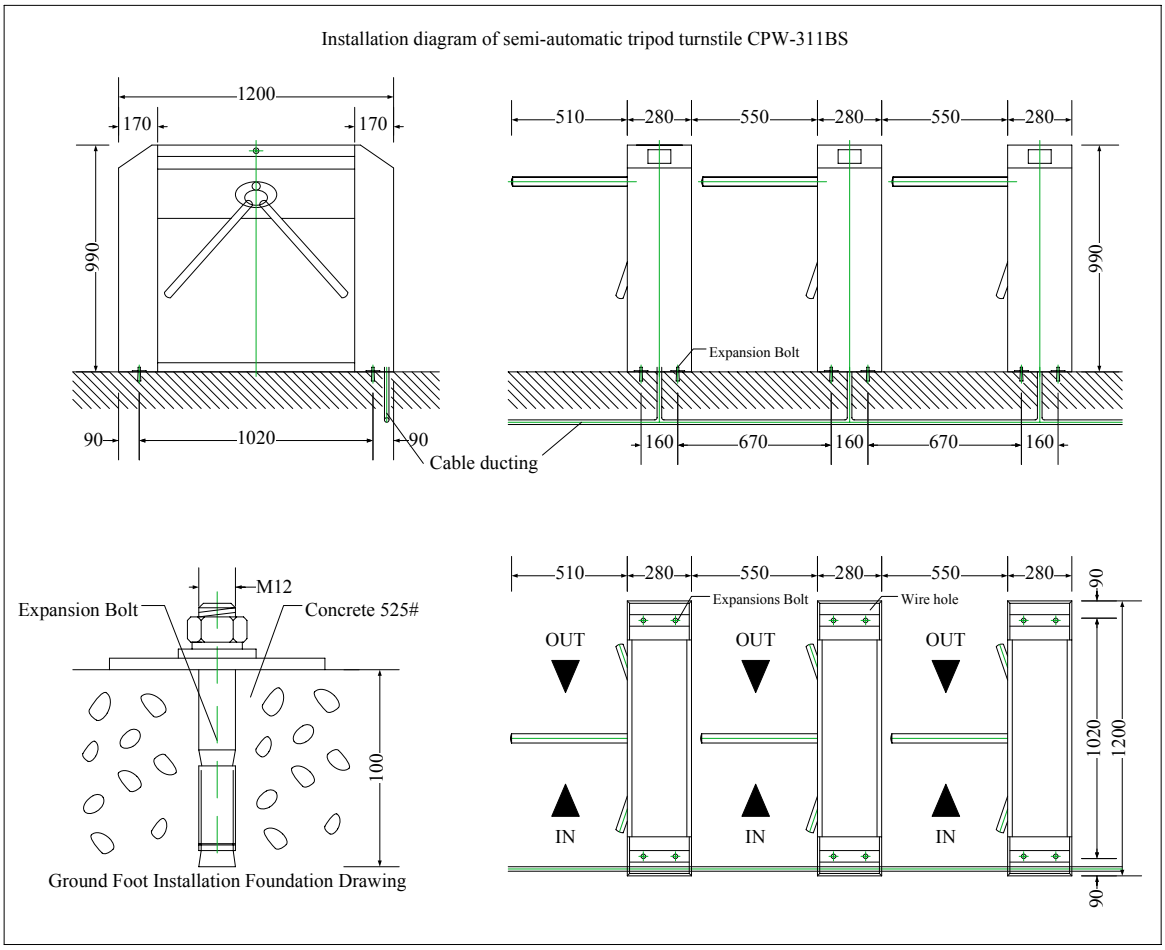

Figure 8
3) As shown in Figure 8 for the installation requirements, determine the installation hole
location, bury before hand at the installation location 4 M12 ground screw bolts or 4 M12 inflatable screw bolts, As shown in Figure 8